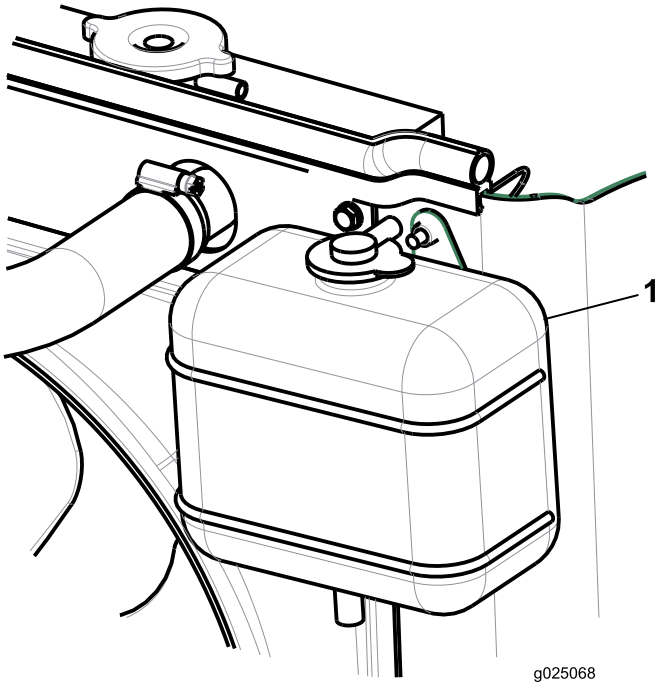

Rysunek 28
2. Sprawdź poziom płynu chłodzącego w zbiorniku rozprężnym (Rysunek 28).